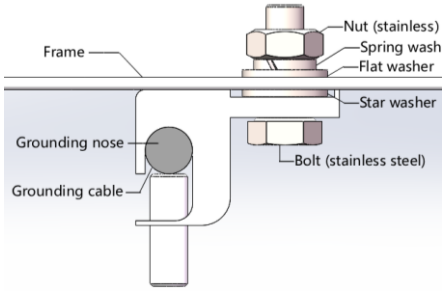

Figure 22 Schematic diagram for installation of connecting lug fastened by bolt
- Installation with connecting lug fitting bolts: Firstly, strip the grounding cable head for an appropriate length. Be careful not to damage the metal wire core during stripping. Insert the stripped grounding cable head into the socket of the connecting lug, then tighten the fastening screws, and connect the connecting lug to the aluminum frame with stainless steel bolts and connectors. The installation diagram is shown in Figure 22.